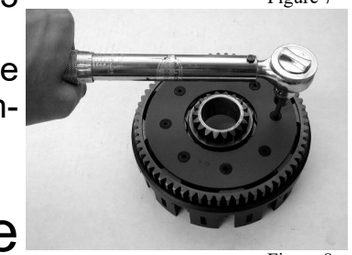

Figure 8
- Install the new retainer plate with the new 10X24-5/8” screws and tighten them to 3.3 ft/lbs (Figure 8)